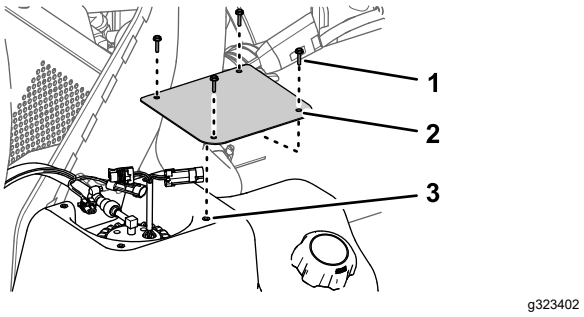

Figure 84
1. Assemble the cover to the tank (Figure 84) with the 4 screws (#10 x 3/4 inch) that you removed in step 2 of Removing the Fuel Pump Cover (page 60).